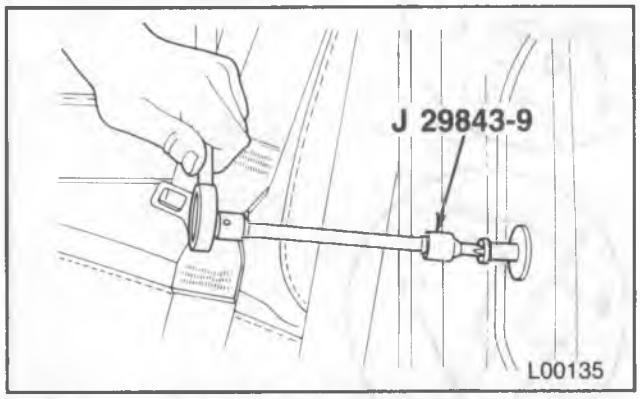

Figure 4—Striker Bolt Removal and Installation
- Door striker bolt using J 29843-9 (figure 4).